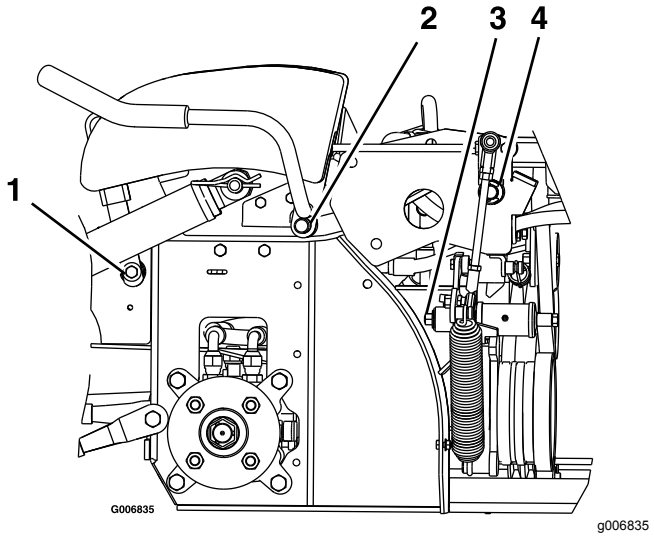

Figuur 35
3. Smeer de bronzen bussen van het scharnierpunt van de remhendel met smeermiddel in een spuitbus of met een lichte olie (Figuur 35).